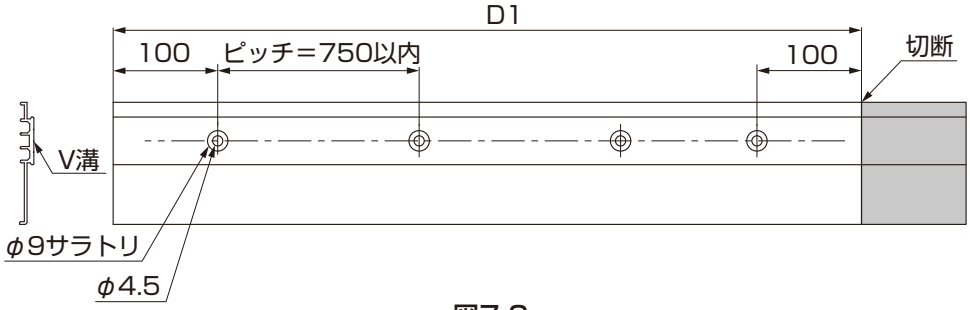

図7-2
②下レールをD1に切断してください。（図7-2参照）
③下レール真ん中のV溝に穴加工をしてください。（図7-2参照）